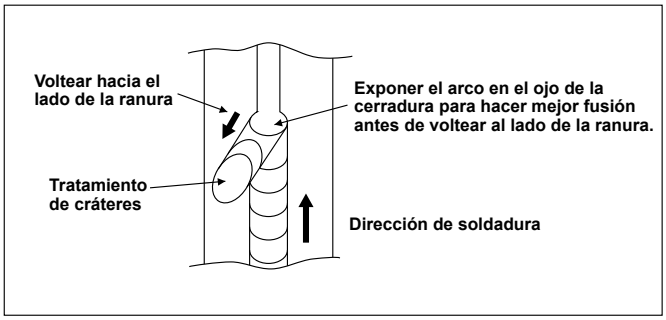

Fig. 6 — Cómo terminar el cráter de soldadura con la finalidad de prevenir que el cráter se agriete
(3) Terminar el cráter en el lado de la ranura con la finalidad de prevenir que el cráter se agriete — Fig. 6.